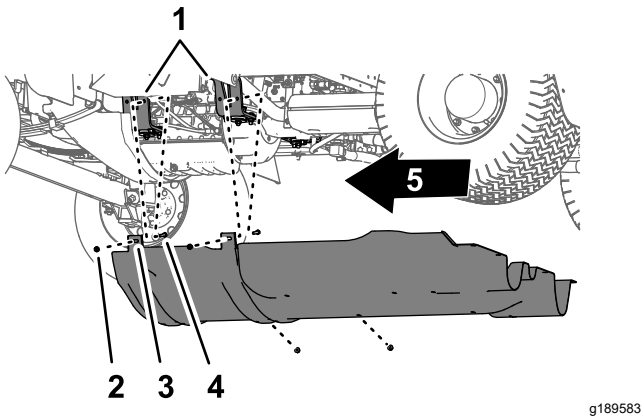

**Figur 63**
2. Ta bort de fyra flänslåsmuttrarna (5/16 tum) från skruvarna och vagnsskruven som fäster monteringstapparna för underredshöljet på maskinens motormonteringsfästen (Figur 63).
4. Ta bort underredshöljet från maskinen (Figur 62 och Figur 63).
1. Rikta in underredshöljet mot maskinens nedre chassi enligt Figur 63 i Ta bort underredshöljet (sida 52).
2. Flytta underredshöljets monteringstappar över skruvarna och vagnsskruven som sitter vid motorns monteringsfästen. Se Figur 63 i Ta bort underredshöljet (sida 52).
3. Montera underredshöljet på motormonteringsfästena och skruvarna (Figur 63) med de fyra flänslåsmuttrarna (5/16 tum) som du tog bort i steg 2 i Ta bort underredshöljet (sida 52).